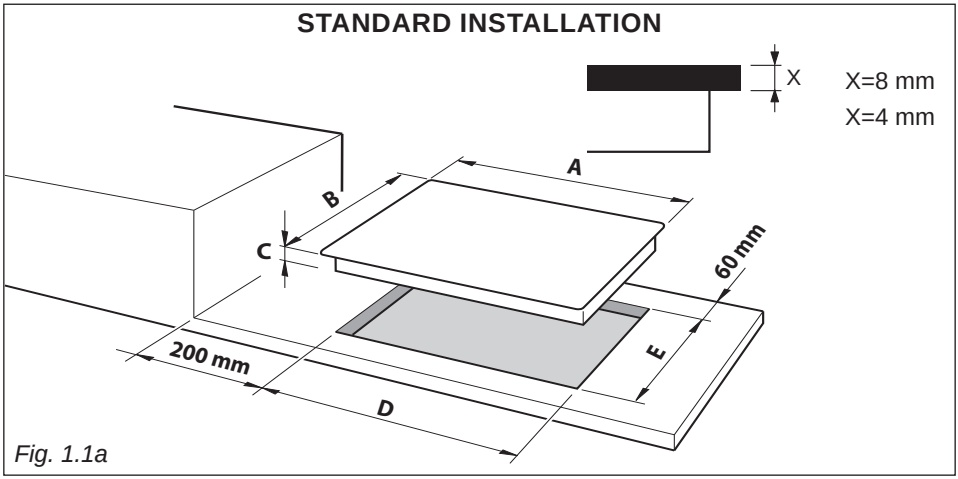

Fig. 1.1a
In order to install the cooker top into the kitchen fixture, a hole with the dimensions shown in fig. 1.1a or 1.1b has to be made, bearing in mind the following:
- The cooker top must be kept no less than 200 mm away from any side wall (from side edge of cutout - figs. 1.1a, 1.1b, 1.1c).
- The hob must be installed at least 60 mm from the wall (from rear edge of cutout - fig. 1.1a, 1.1b).
- Cut the unit according to the dimensions in fig. 1.1a or 1.1b.